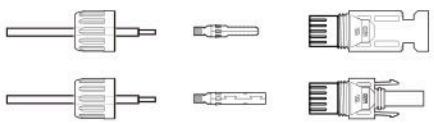

Figura 4.8 Smontare il dado del cappuccio del connettore
1. Spelare il filo CC per circa 7 mm. Smontare il dado del coperchio del connettore. (vedi Figura 4.8)